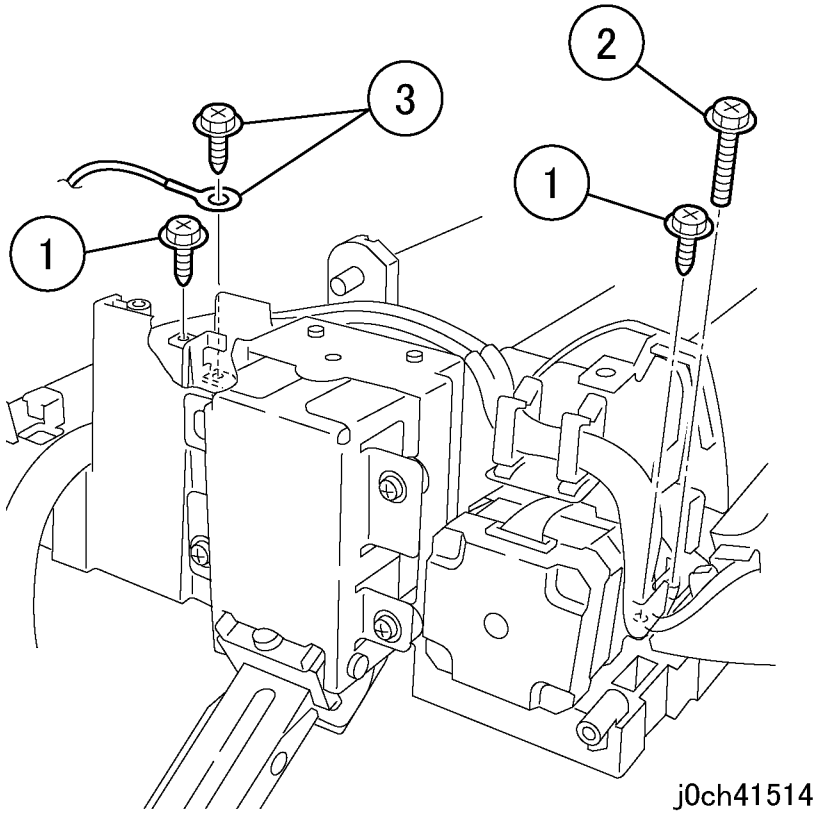

Рисунок 5 Отворачивание винтов (j0ch41514)
9. Отверните винты сзади (рисунок 5).